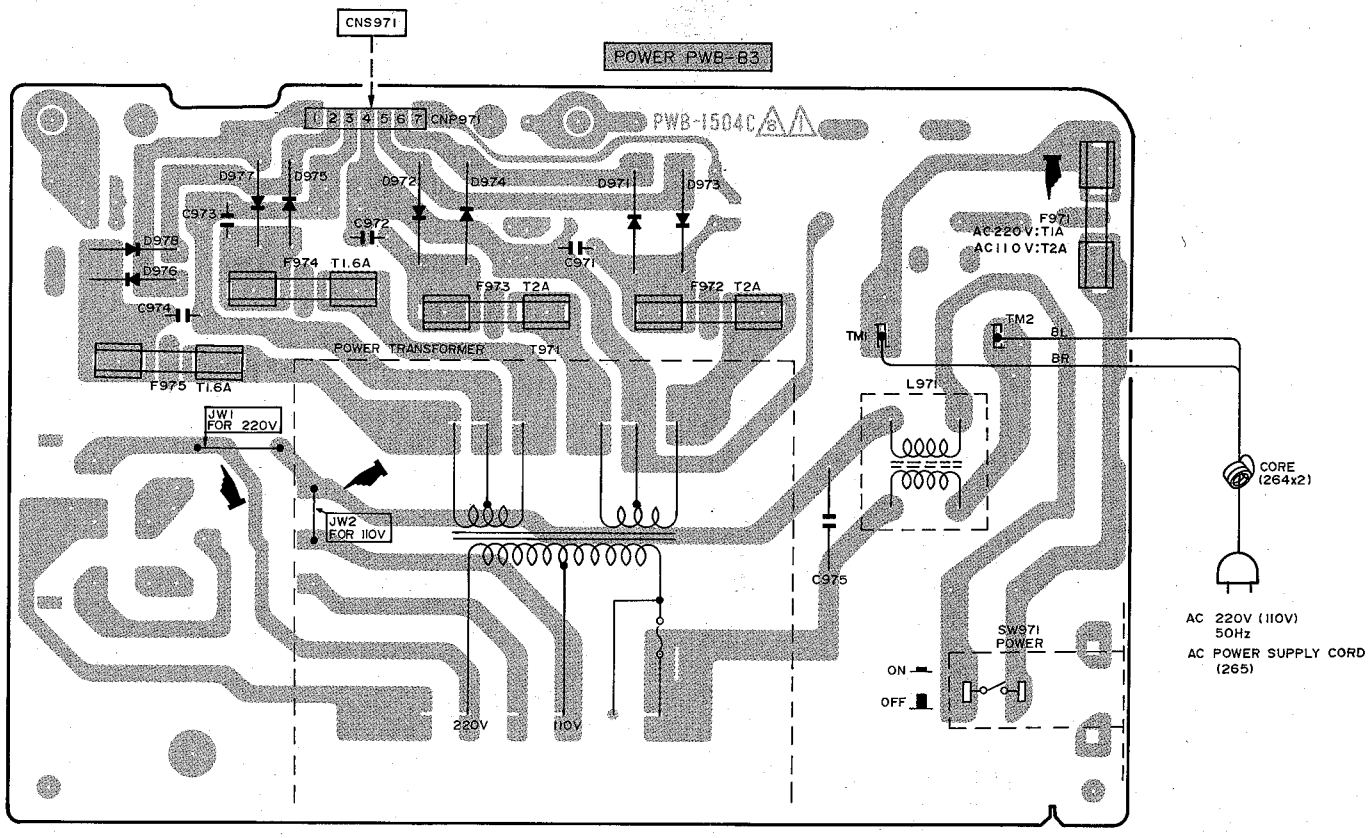

Figure 110
2. Cut out the jumper wire JW1 and add the jumper wire JW2 to the position shown in Fig. 110.
3. Replace the fuse F971 with a fuse of T2.0 A. (QFS-C202GAFNi), (AD).
2. Den Schaltdraht JW1 abschneiden und den Schaltdraht JW2 zu der in Abb. 110 gezeigten Stelle hinzufügen.
3. Die Sicherung F971 gegen eine von T2.0 A (QFS-C202GAFNi), (AD) auswechseln.
2. Couper le fil volant JW1 et ajouter le fil volant JW2 à l'endroit indiqué sur la Fig. 110.
3. Changer le fusible F971 pour celui de T2.0 A. (QFS-C202GAFNi), (AD).